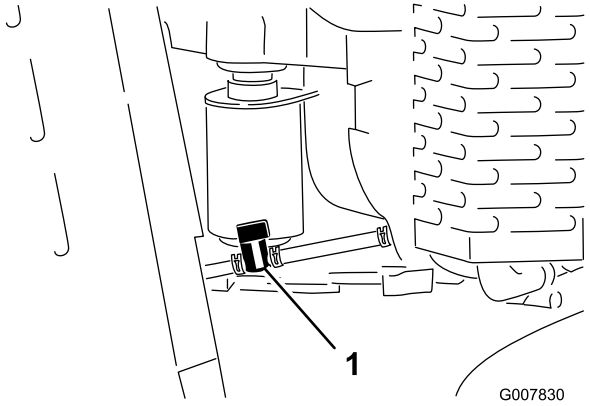

Rysunek 40
4. Ustaw zawór odcinający paliwo w położeniu zamkniętym (Rysunek 40).
5. Zaciśnij końcówki obejmy przewodu z boku silnika, tam gdzie znajduje się zawór odcinający, i przesuń ją w górę przewodu paliwowego z dala od zaworu (Rysunek 40).
6. Zsuń przewód paliwowy z zaworu (Rysunek 40).
3. Ustaw zawór odcinający paliwo w położeniu zamkniętym (Rysunek 40).
7. Ustaw zawór odcinający paliwo w położeniu otwartym (Rysunek 40).